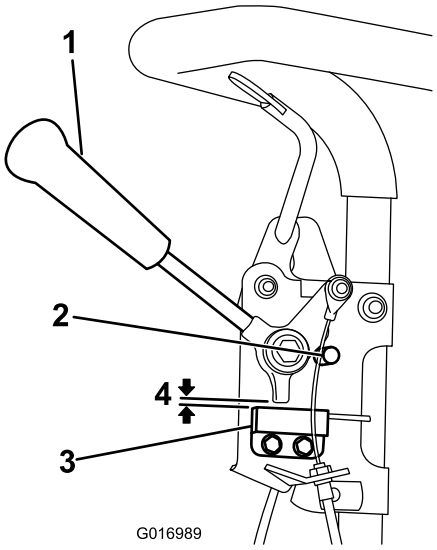

Figuur 29
1. Controleer of de motor is afgezet, de tractiebediening is uitgeschakeld en de tractiehendel tegen de aanslag van de neutraalstand aanzit Figuur 29).
2. Maak de bevestigingen van de interlockschakelaar los (Figuur 29).
3. Plaats een afstandsring met een dikte van 0,8 mm tussen de tractiehendel en de interlockschakelaar (Figuur 29).